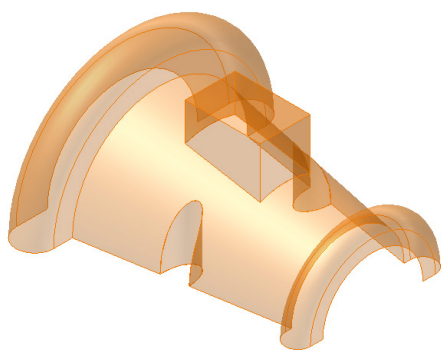

Figure 18-65 *Model after stitching surfaces*
1. Invoke the **Stitch Surface** tool from the **Surface** panel of the **3D Model** tab. Select all the surfaces so that they get stitched together. Next, choose **Apply** and then **Done** from the **Stitch** dialog box. Figure 18-65 shows the model after stitching surfaces.